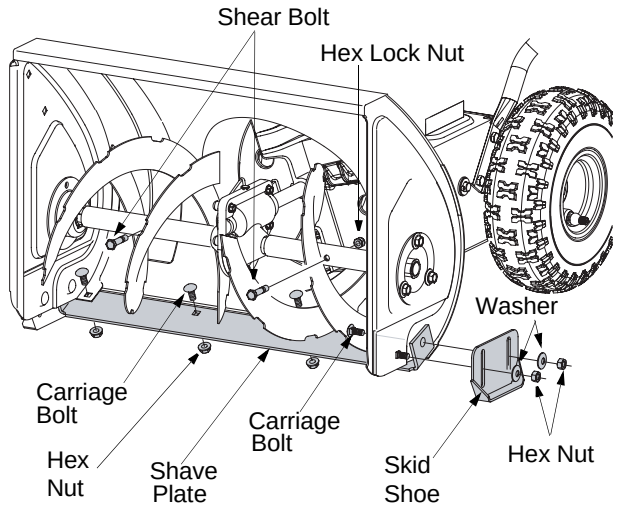

Figure 11
1. Remove the four carriage bolts, belleville washers and hex nuts which attach skid shoes to the snow thrower on two sides. See Figure 11 .
3. To remove shave plate, remove skid shoe and rest of the hardware including carriage bolts, belleville washers and hex nuts which attach shave plate to the snow thrower housing. For location of shave plate, see Figure 11 .
The augers are secured to the spiral shaft with two shear bolts and hex lock nuts. See Figure 11 . If you hit a foreign object or ice jam, the snow thrower is designed so that the bolts will shear.
If the augers do not turn, check to see if the bolts have sheared. Replace if necessary. See Figure 11 . It is important to replace with the correct type of hardware here. This type of lock nut is used where vibration occurs. Since lock nuts cannot be threaded onto a bolt by hand, use a wrench. When replacing bolts, spray an oil lubricant into shaft before inserting new bolts.